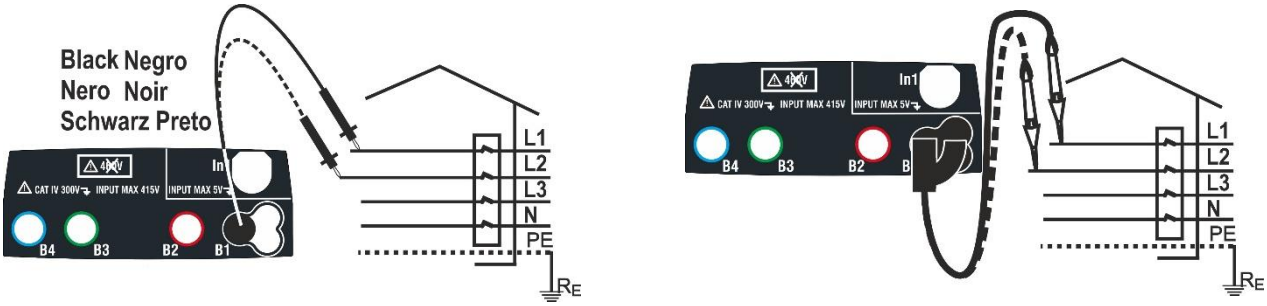
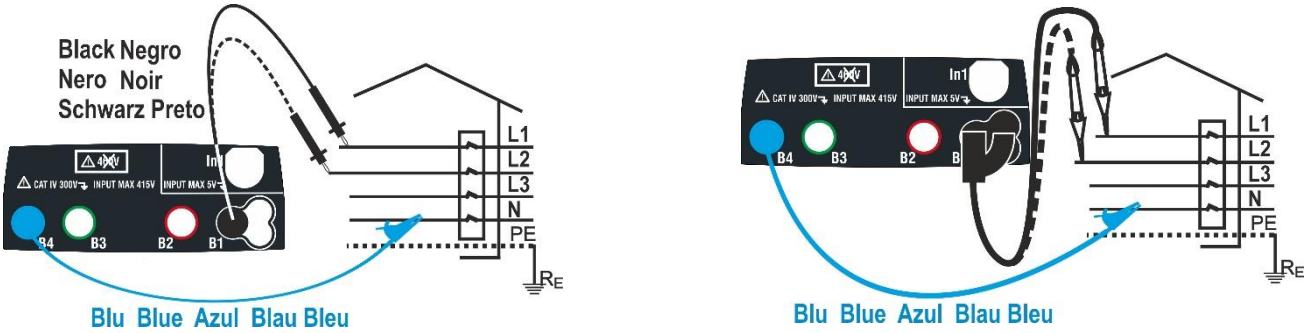

Fig. 24: Verificação da sequência das fases 1T com terminal e ponteira remota
Fig. 25: Verificação da sequência das fases 2T com terminal e ponteira remota
3. Inserir os conectores azul e preto dos cabos individuais nos correspondentes terminais de entrada do instrumento B4, B1 (medição 2T). Inserir nas extremidades livres dos cabos os correspondentes crocodilos ou ponteiras. Eventualmente, utilizar a ponteira remota inserindo o seu conector multipolar no terminal de entrada B1. Conectar os crocodilos, ponteiras ou a ponteira remota na fase L1 e N de acordo com as Fig. 24 e Fig. 25.
Nestas condições conectar os crocodilos, ponteiras ou a ponteira remota à fase L2 e N de acordo com as Fig. 24 e Fig. 25.